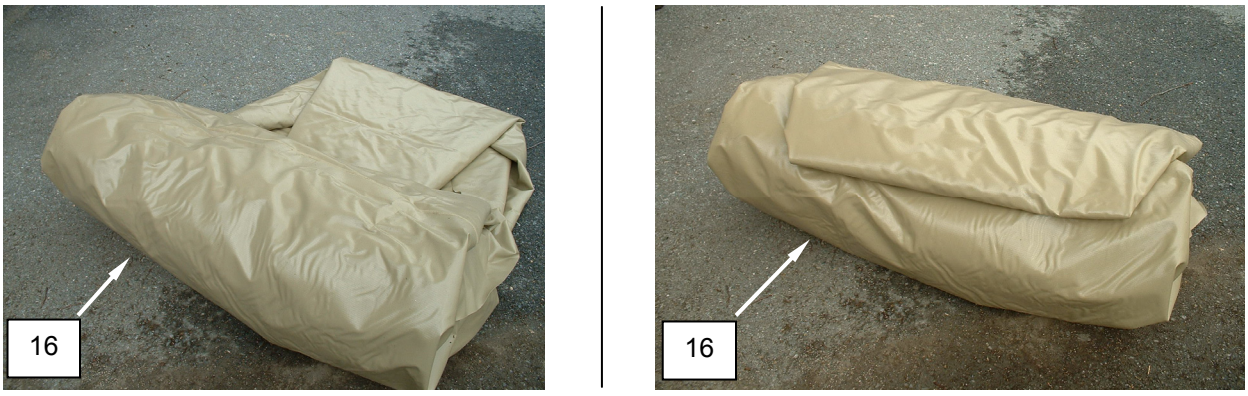

Figure 18. Prepare the 3000 Graywater Tank for Movement.
16. Roll the tank and ground cover **(Figure 18, Item 16)** into a 2-ft by 4-ft cylinder.